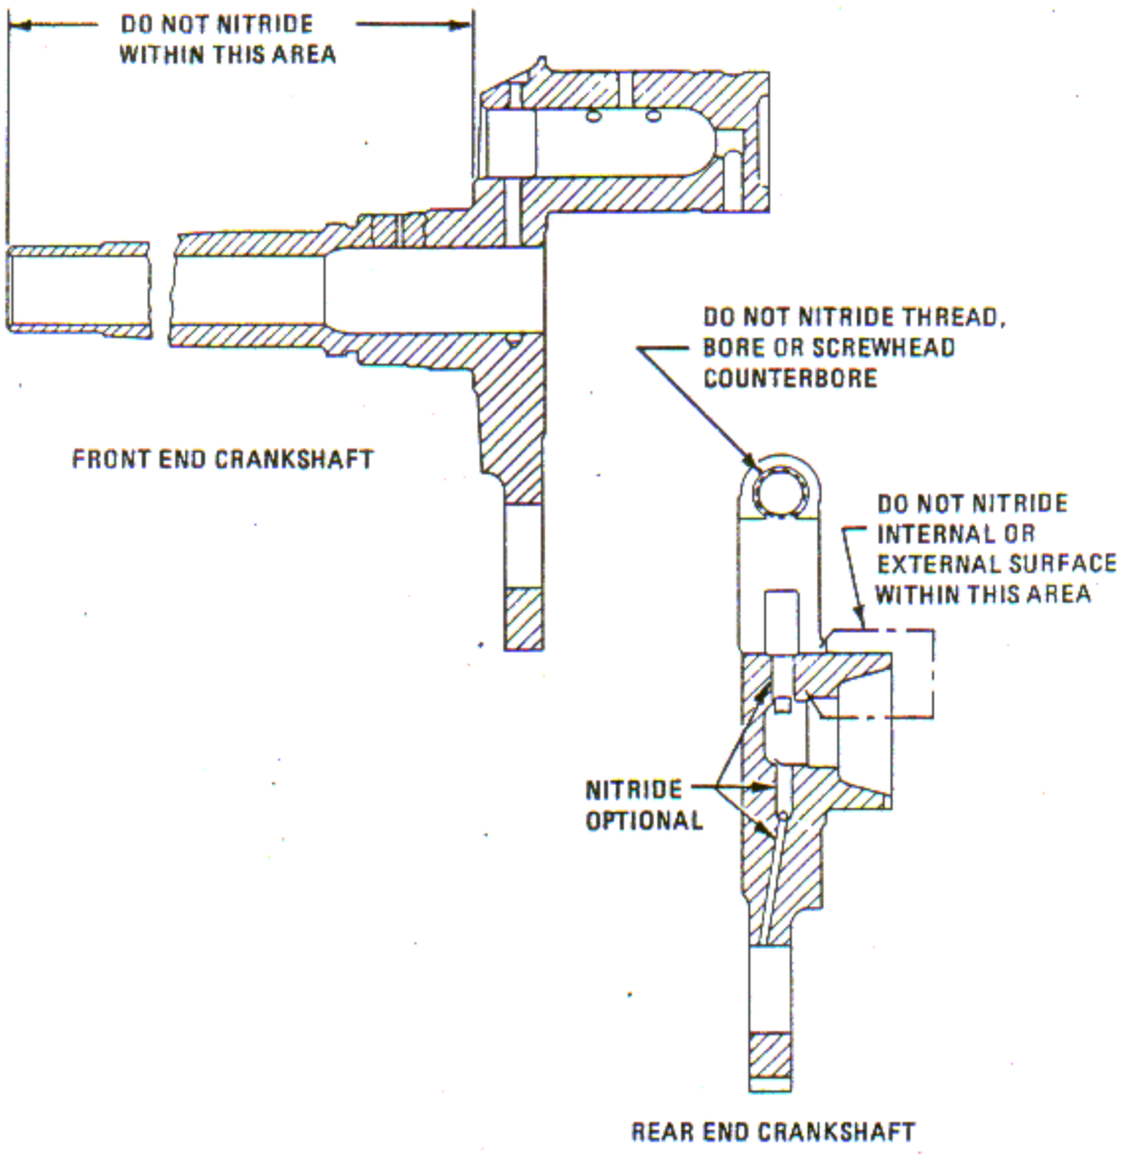

Figure 6-268. Nitriding Crankshaft Front and Rear
a. The nitriding temperature shall be held at 524°C (975°F) to produce a nitride case depth of 0.020 - 0.025 inch all over unless otherwise specified. See figure 6-268.